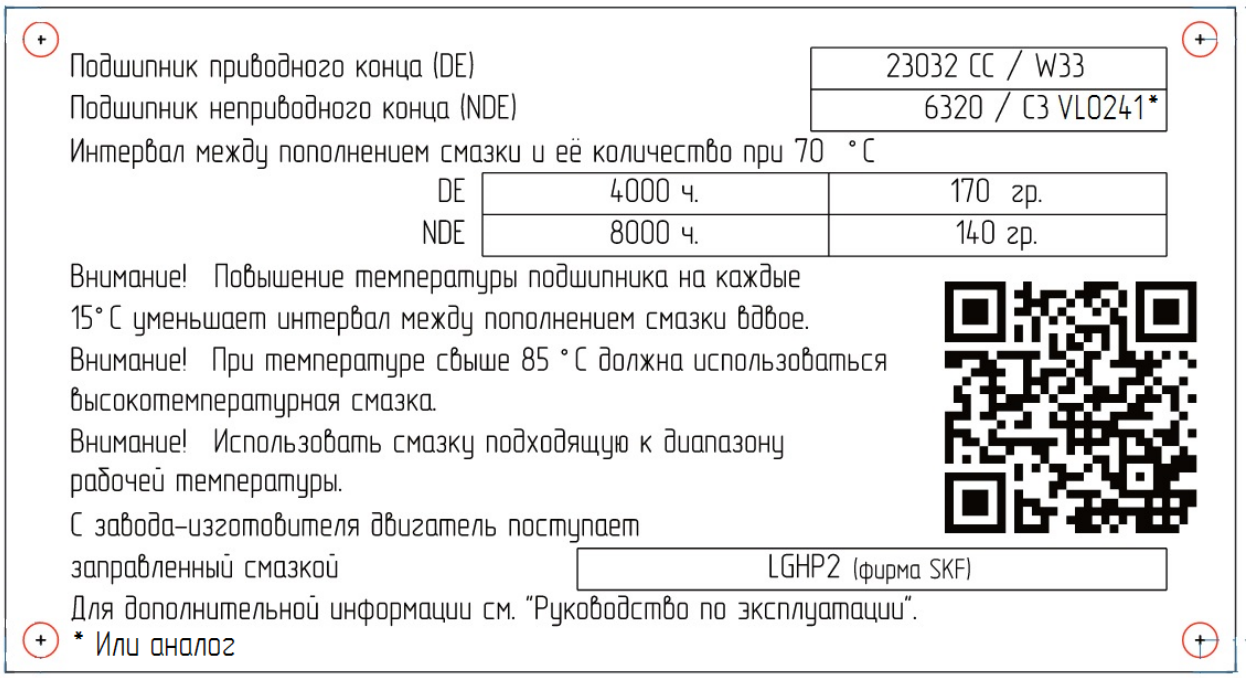

Рис. 8.1 – Табличка «Тип подшипников»
8.1 Типы подшипников указаны в документации на изделие, а также на заводской табличке для всех двигателей. В табличке указываются типы подшипников, применяемая смазка, интервалы замены смазки и масса смазки при замене. Вид таблички приведен на Рис.8.1.